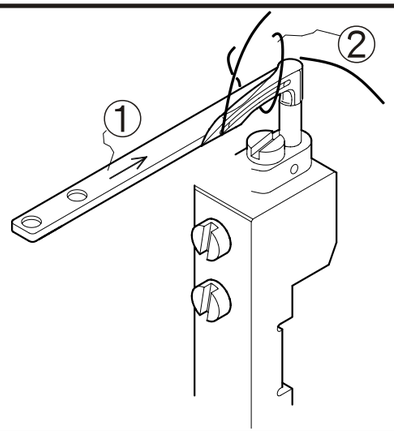

Fig. 32
1. Cuando la cuchilla movible 1 se mueve de adelante a atrás, debe hacerlo a través del aro de hilo 2. (Fig. 32)